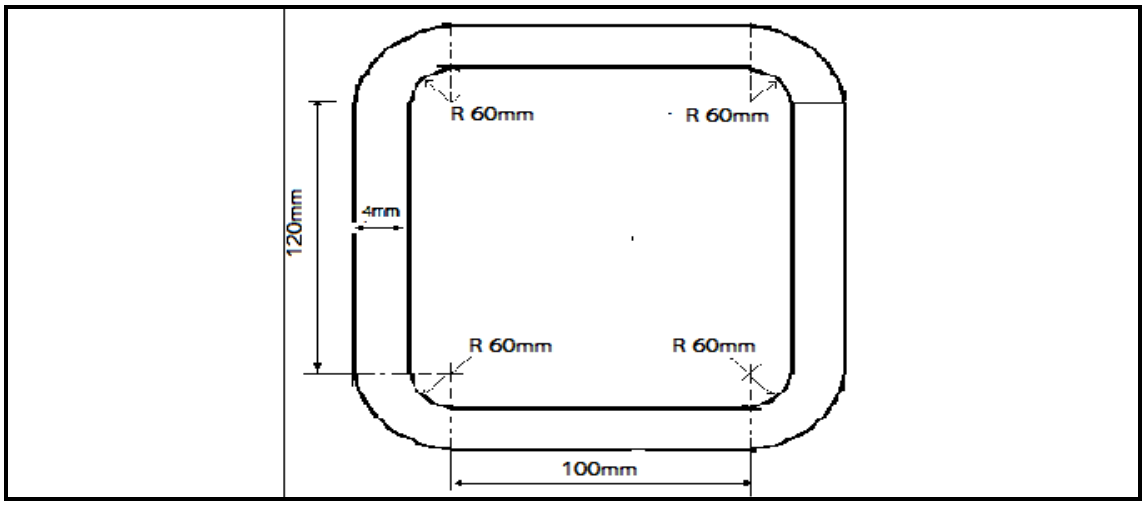

FIGUUR 4
5.1 FIGUUR 4 toon 'n hoekplaat wat vervaardig moet word.